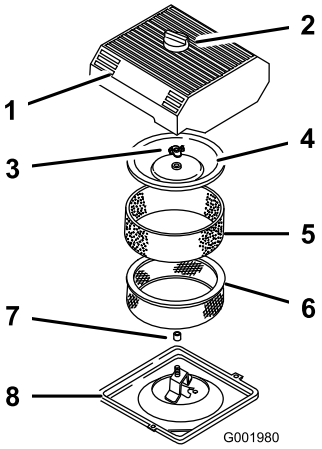

Figur 24
3. Rengør området omkring luftfilteret for at forhindre snavs i at trænge ind i motoren og forårsage beskadigelse (Figur 24).
4. Løsn skruen på luftfilterdækslet, og fjern dækslet (Figur 24).
5. Skub forsigtigt skubelementet af papirelementet (Figur 24).
6. Skru dækslets møtrik af, og fjern dækslet og papirelementet (Figur 24).
1. Skub forsigtigt skubelementet på papirluftfilterelementet (Figur 24).
3. Monter dækselmøtrikken fingerstramt mod dækslet (Figur 24).
4. Påsæt luftfilterdækslet og skruen (Figur 24).